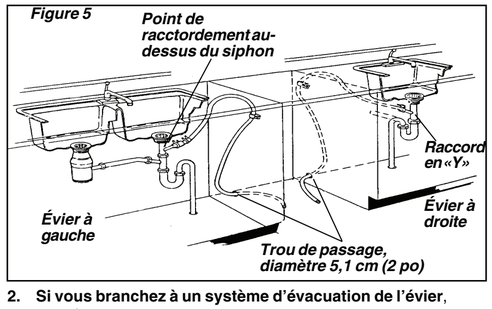

Figure 5
1. Revoyez les **figures 5, 6** et **7** pour voir les différentes façons de brancher le lave-vaisselle au système de vidange. Choisissez la méthode qui correspond le mieux à vos besoins.
2. **Si vous branchez à un système d'évacuation de l'évier**, l'entrée devra se situer au-dessus du siphon. Un ensemble de raccord d'extrémité en «Y» et connecteur, non fourni, facilitera cette méthode. Il comprend tous les raccords et instructions nécessaires. **Voir figure 5.**